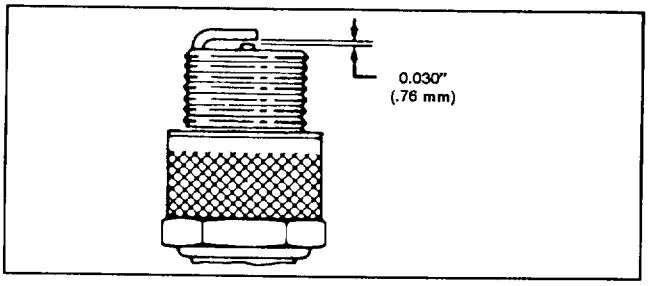

Figure 14
3. Set air gap at 0.030" (0.76 mm) (Fig. 14). Install correctly gapped spark plug and gasket seal. Tighten plug firmly to 15 ft–lb (20 N·m).